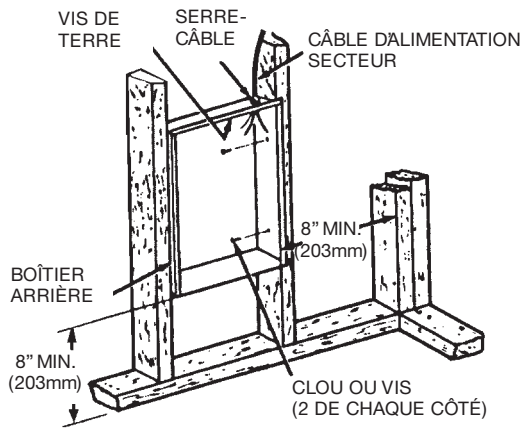

Figure 1 : Positionnement du boîtier arrière dans une construction neuve
1. Montage du boîtier arrière (Voir la Figure 1).
c. Fixez le boîtier arrière en place avec des vis à bois ou des clous comme c'est montré en Figure 1.
2. Câblage de l'alimentation électrique (Voir la Figure 1).